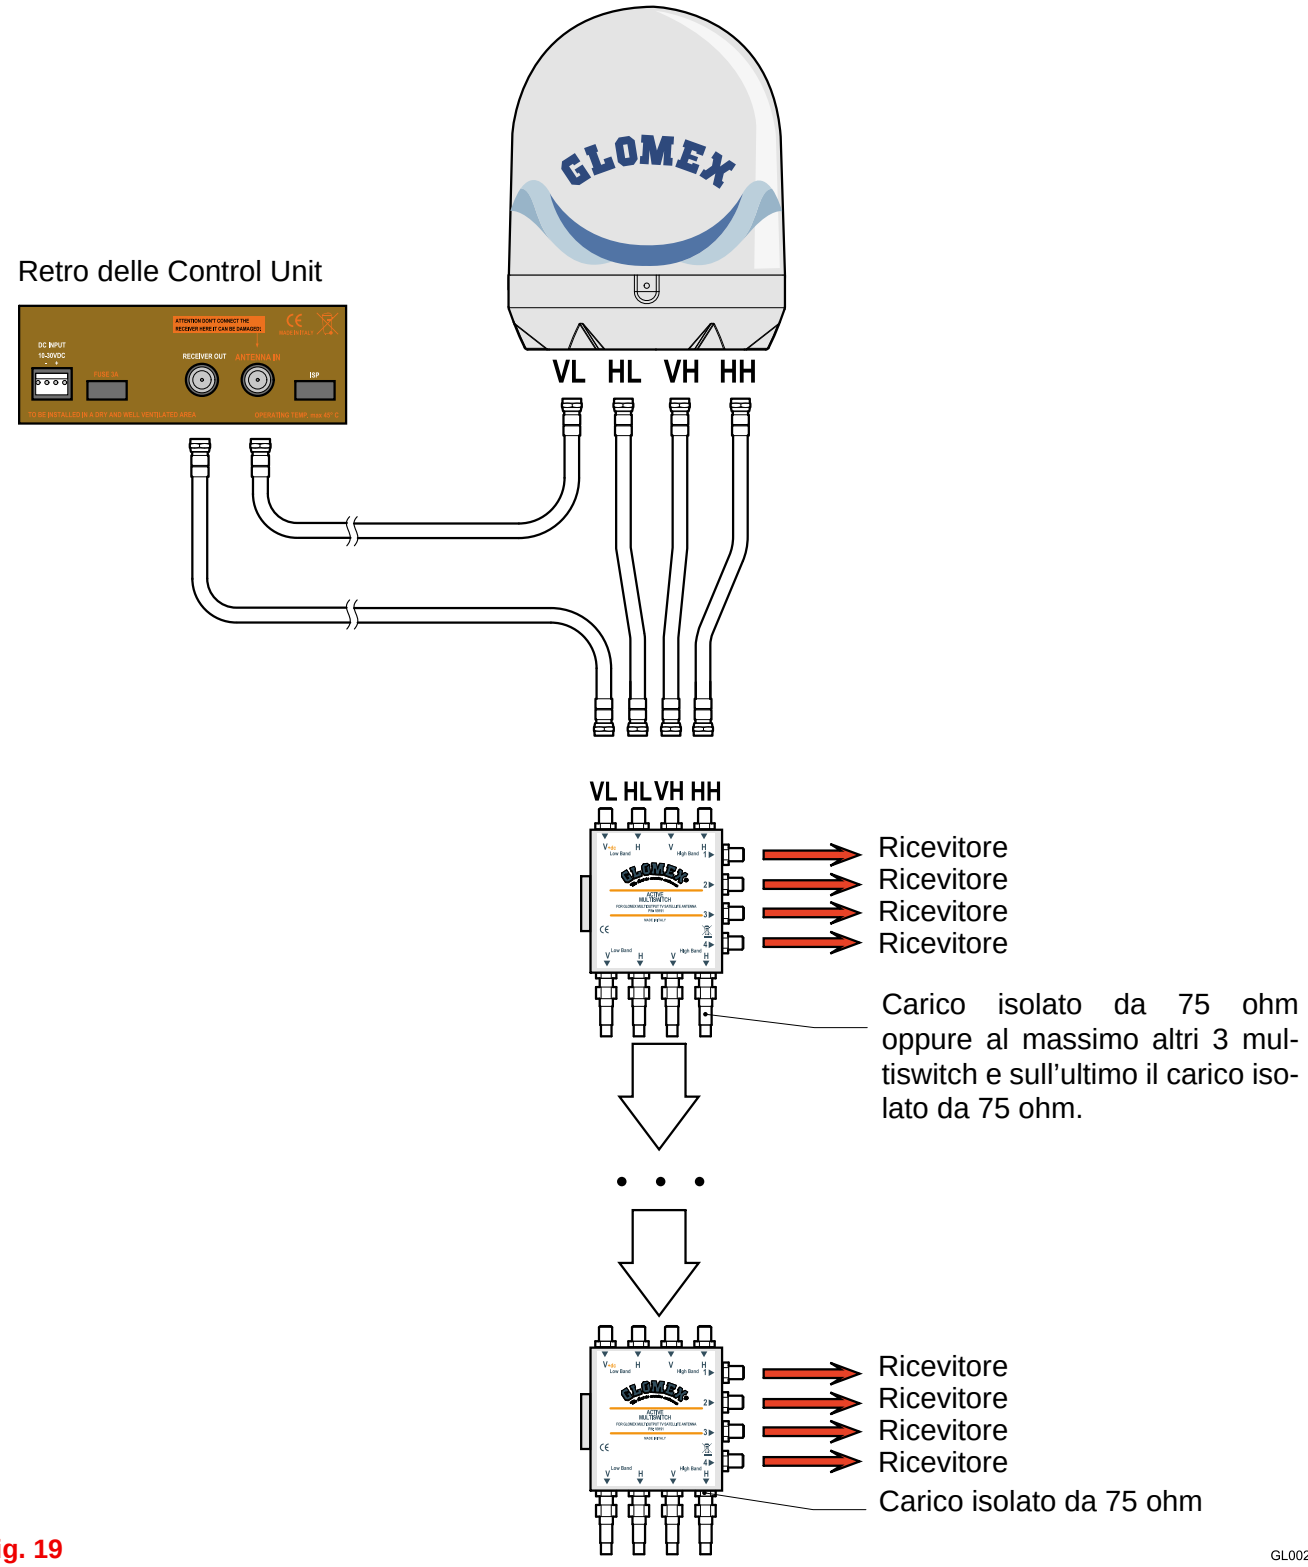

Fig. 19
6. Per il modello R9804SERS2U cablare i cavi seguendo le indicazioni di Fig. 19.